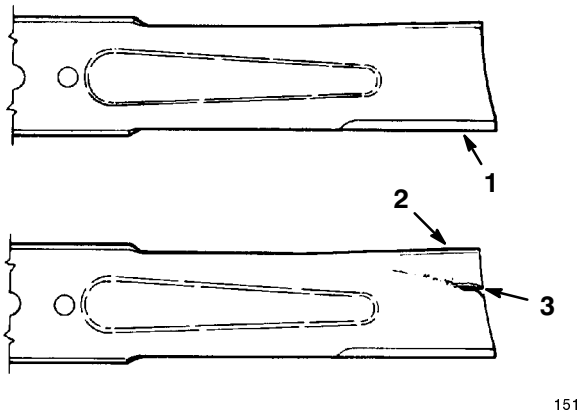

Figure 17
2. Inspecter les arêtes de coupe (Fig. 17). Si elles ne sont pas tranchantes ou si elles présentent des traces de coups, déposer les lames et les aiguiser, voir Aiguisage des lames, page 17.
3. Inspecter les lames, surtout à l'endroit de l'incurvation (Fig. 17). Si une lame semble endommagée ou usée ou s'il s'y forme une entaille (Fig. 17), la remplacer immédiatement.